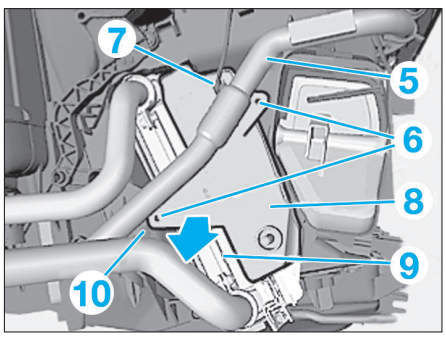

Fig. 33
• Décaler le passe-câble en caoutchouc (2) avec le joint en mousse légèrement vers l'avant.
• Dégager avec précaution l'attache de conduites (3) avec les canalisations (4) au niveau du passe-câble (2)
• Retirer le flexible de liquide de refroidissement (5) **(Fig.33)**.